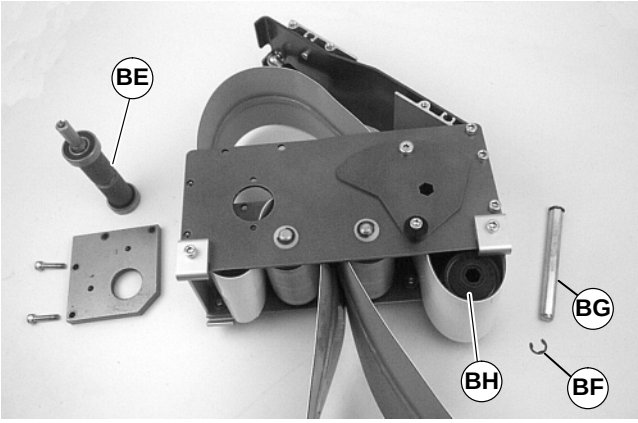

Figure 28
2. Remove drive pulley (BE of Figure 28).
- For 2” (44 mm), 3” (70 mm) or 4” (95 mm) wide conveyor, detach E-ring clip (BF of Figure 28). Remove pulley shaft (BG) and remove pulley (BH).